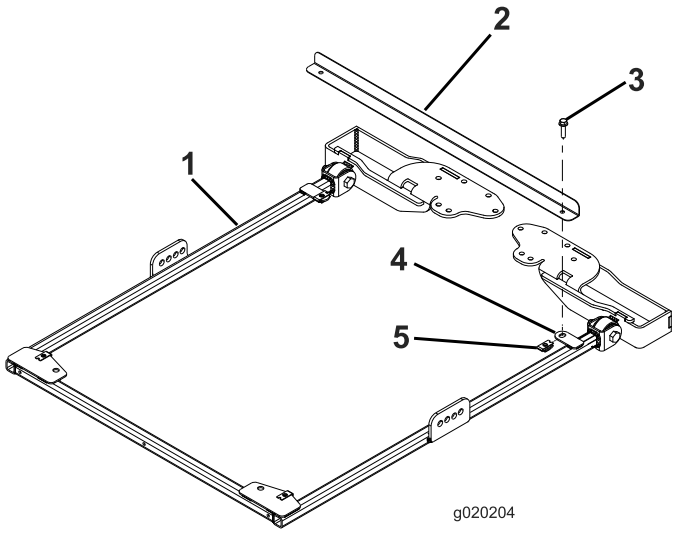

Рисунок 34
1. Чтобы правильно выровнять раму, прикрепите планку выравнивания рамы к монтажным выступам в задней части рамы солнцезащитного навеса с помощью 2 болтов с фланцевыми головками (5/16 x 1¼ дюйма), как показано на Рисунок 34.